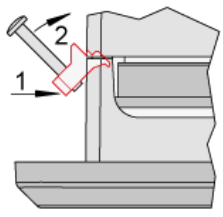

Fig. 13: Attach clamp inserts
5. Re-install the clamp inserts by tilting the insert to a 45° angle. (Fig. 13/1) Insert the nose of the insert into the slot on the side of the housing. (Fig. 13/2) Raise the clamp insert so that it is parallel to the control panel.